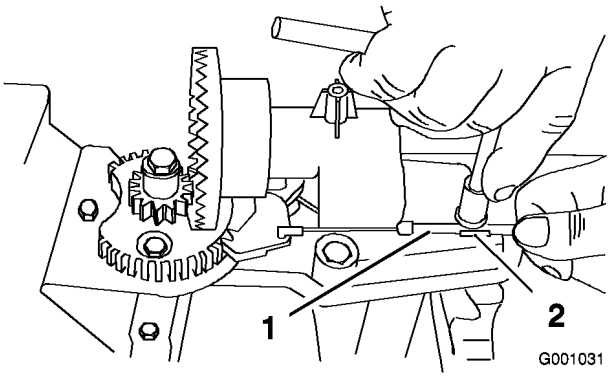
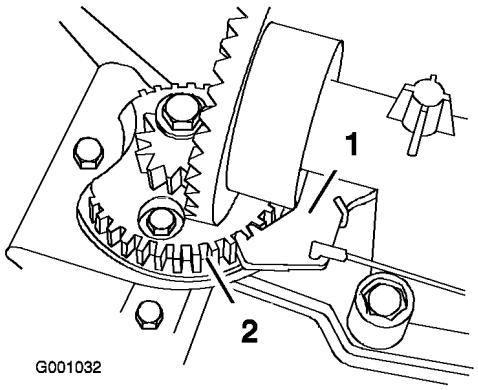

Figura 48
Figura 49
2. Allentate il bullone sul serrafilo per cavi (Figura 48).
3. Afferrate la guaina del cavo e spostatela verso la parte anteriore della macchina finché il fermo del camino di scarico non s'innesta completamente nei denti degli ingranaggi (Figura 48 e Figura 49).
Nota: Il fermo a molla si inserisce automaticamente tra i denti degli ingranaggi (Figura 49).